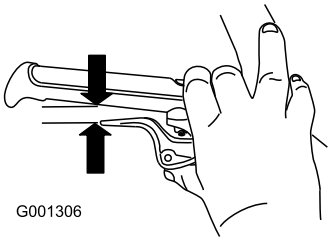

Bild 9
5. Drücken Sie den Griff ganz durch. Prüfen Sie dann den Abstand, der zwischen der Unterseite des Griffs und dem Radkupplungshebelende besteht (Bild 9).